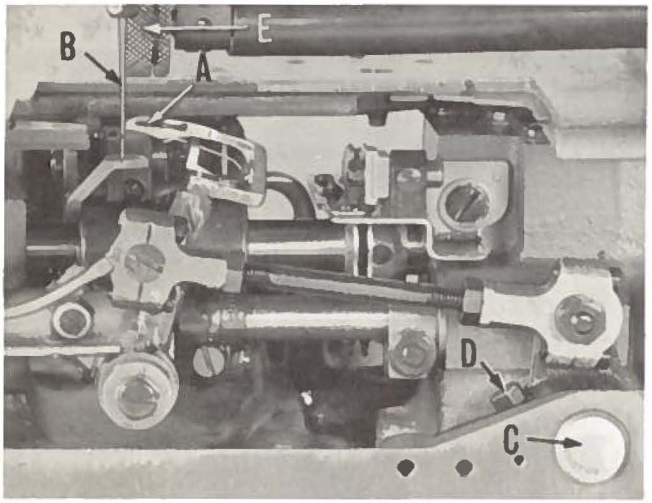
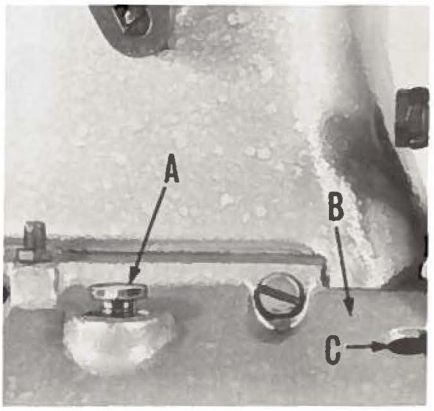

Fig. 8
Fig. 12
Turn the handwheel in the operating direction until the looper point (A, Fig. 8) moves to the left and is even with the left side of the needle (B). Note the height of the eye of the needle with respect to the looper point, then, turn the handwheel in the reverse direction until the looper point again moves to the left, and is even with the left side of the needle. If the motions synchronize, the height of the eye of the needle with respect to the looper point will be the same. A variation of .005 inch is allowable. If the distance from the eye of the needle to the point of the looper is longest when the pulley is turned in the operating direction, move the looper drive lever shaft synchronizing stud (C) to the rear. Moving it in the opposite direction acts the reverse.
Then, using the looper drive lever to take up the end play between the looper drive lever rocker shaft and its synchronizing stud, tighten the looper drive lever on the shaft using screw (D, Fig. 8).
On Styles 53100 B and C, synchronize the upper roller feed (E, Fig. 8) with the lower feed dog. This is accomplished by removing the plug screw (A, Fig. 12) from the top of the housing (B) located at the rear right side of the machine. Then, after noting the direction the shaft journaled in the housing rotates, loosen the clamp screws in the gear hub, made accessible by removal of the plug screw. Turning this back shaft in its operating direction causes the top roller feed to start turning sooner, and turning the shaft backward causes the puller roll to start turning later.